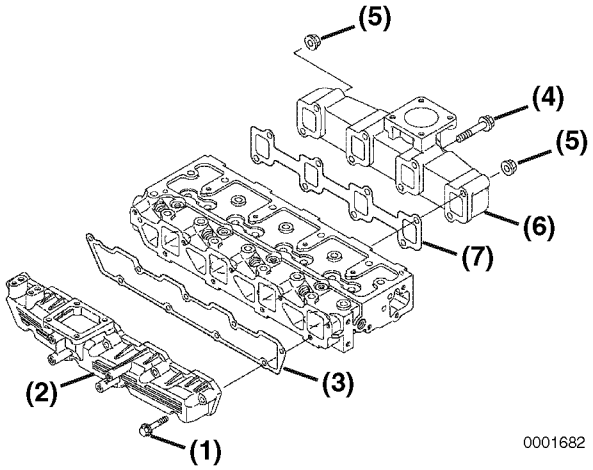

Figure 6-5
4. Remove the intake manifold bolts **(Figure 6-5, (1))**. Remove the intake manifold **(Figure 6-5, (2))**. Discard the intake manifold gasket **(Figure 6-5, (3))**.
5. Remove the exhaust manifold bolts **(Figure 6-5, (4))** and nuts **(Figure 6-5, (5))**. Remove the exhaust manifold **(Figure 6-5, (6))** and the exhaust manifold gasket **(Figure 6-5, (7))**.